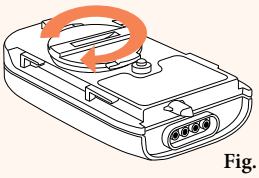

Fig. 3
e. Replace the battery door and secure it in place by rotating clockwise. (Fig. 3)